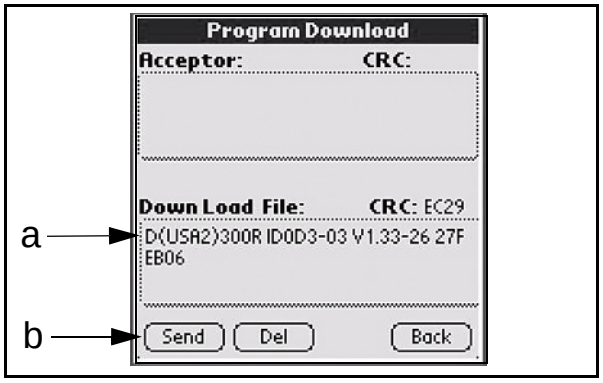

Figure 7-12 Program Download Screen
2. Select the Software Version to be downloaded (See Figure 7-12 a).
3. Select [Send] to transmit the software to the Validator (See Figure 7-12 b).